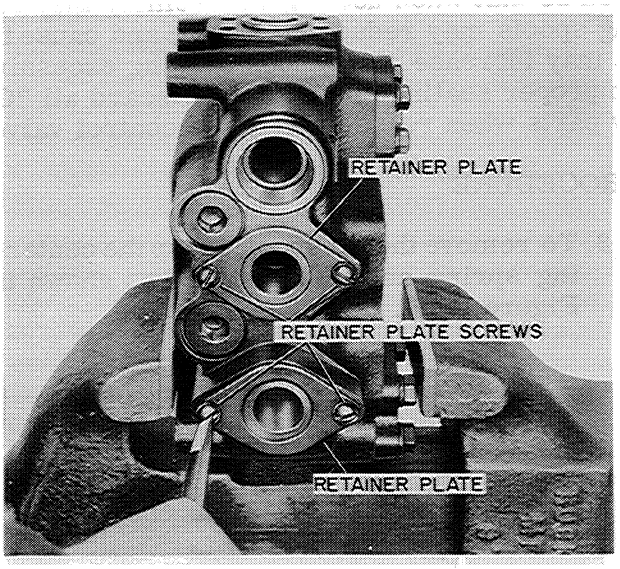

Figure D-61
5. Remove the screws that hold the retainer plates to the control valve body, Figure D-61. Then remove the retainer plates, wipers, retainers "O" rings, seal housing and "O" ring.